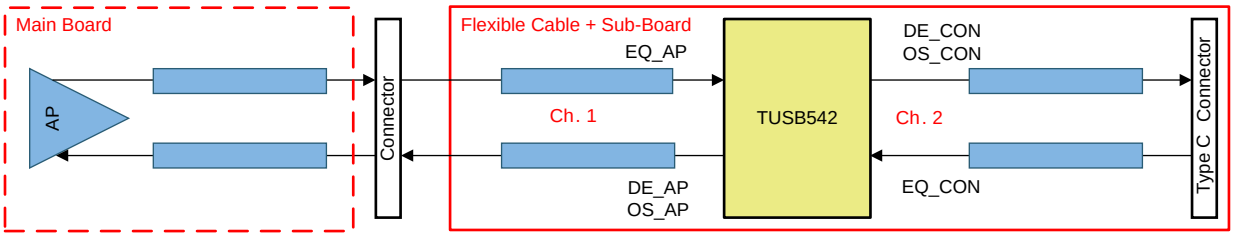

Figure 13. Typical Channels
(1) Terminated through 50 K (minimum) resistors
The TUSB542 has flexible configurations to optimize the device using GPIO control pins. Figure 13 shows a typical signal chain for mobile applications. Channel 1 is between Application Processor (AP) and TUSB542, Channel 2 is between the TUSB542 redriver and the downstream device. The CNFG_A1 and CNFG_B1 pins provide signal integrity configuration settings for channel 1, while CNFG_A2 and CNFG_B2 pins control the operation of Channel 2. as depicted in Table 2.